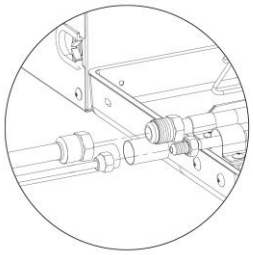

Fig. 15
(1) Retirez le cache et le bouchon du tuyau.
(2) Orientez la partie évasée du tuyau en cuivre vers le centre du raccord fileté. Serrez fermement l'écrou d'évasement à la main, comme indiqué sur la Fig.15. (Assurez-vous que le tuyau intérieur est correctement raccordé. Un emplacement incorrect du centre empêchera de serrer de manière sûre l'écrou d'évasement. Le filet de l'écrou d'évasement sera endommagé si vous forcez son serrage).